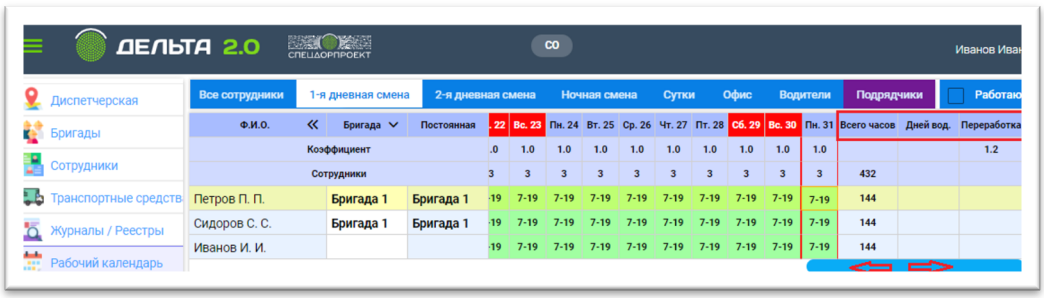

Рисунок 64 - Опции рабочего календаря: сводная информация о рабочих часах
- Просмотр сводной информации об отработанных суммарно часах, о переработке, о работе в роли водителя (Рис. 64);